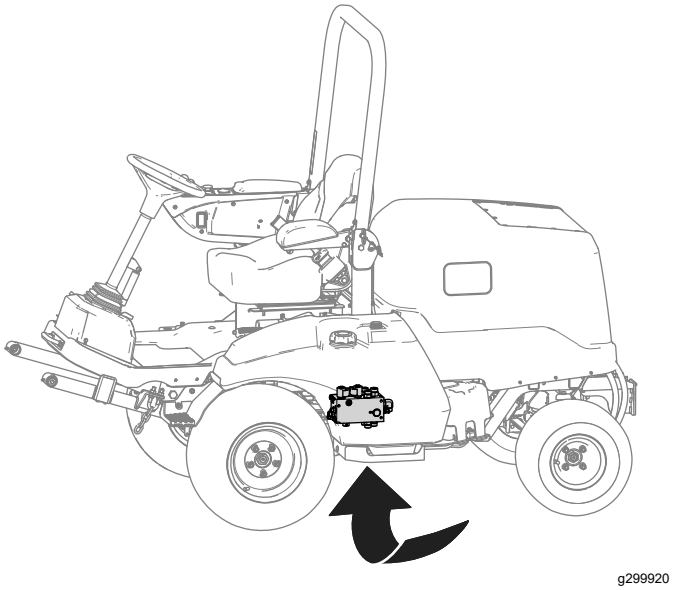

**Figuur 8**
A. Plaats een opvangbak onder het hydraulische verdeelstuk (afgebeeld in Figuur 8).